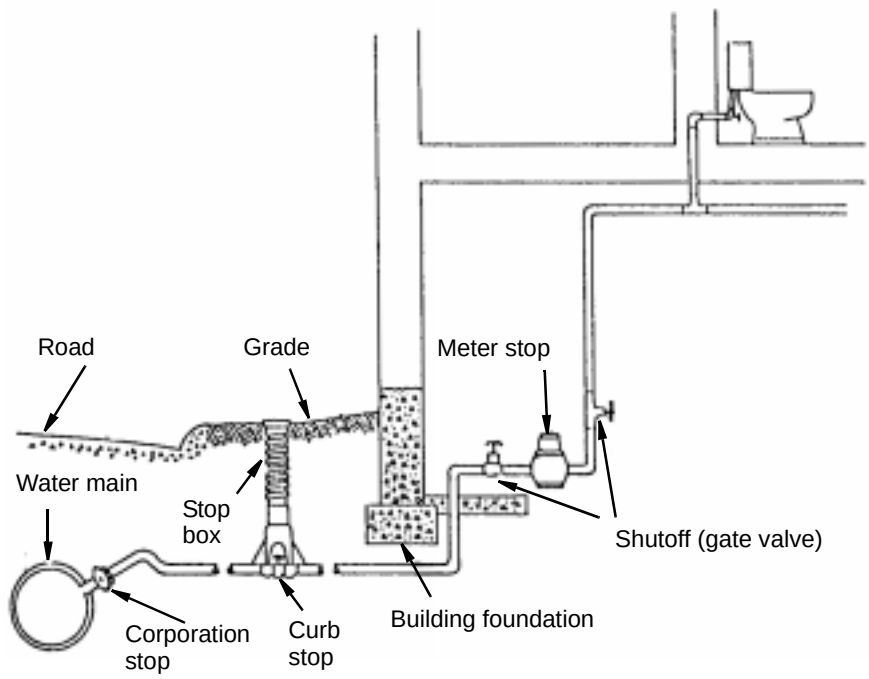

Figure 1-3. Curb and Meter Stops
Step 14. Remove the cap and drill tool. Place a corporation stop *(Figure 1-3, page 1-10)* in the boring bar, ensuring that the stop is closed.
1-35. Curb and meter stops control the water entering the building. *Figure 1-3* shows this installation.